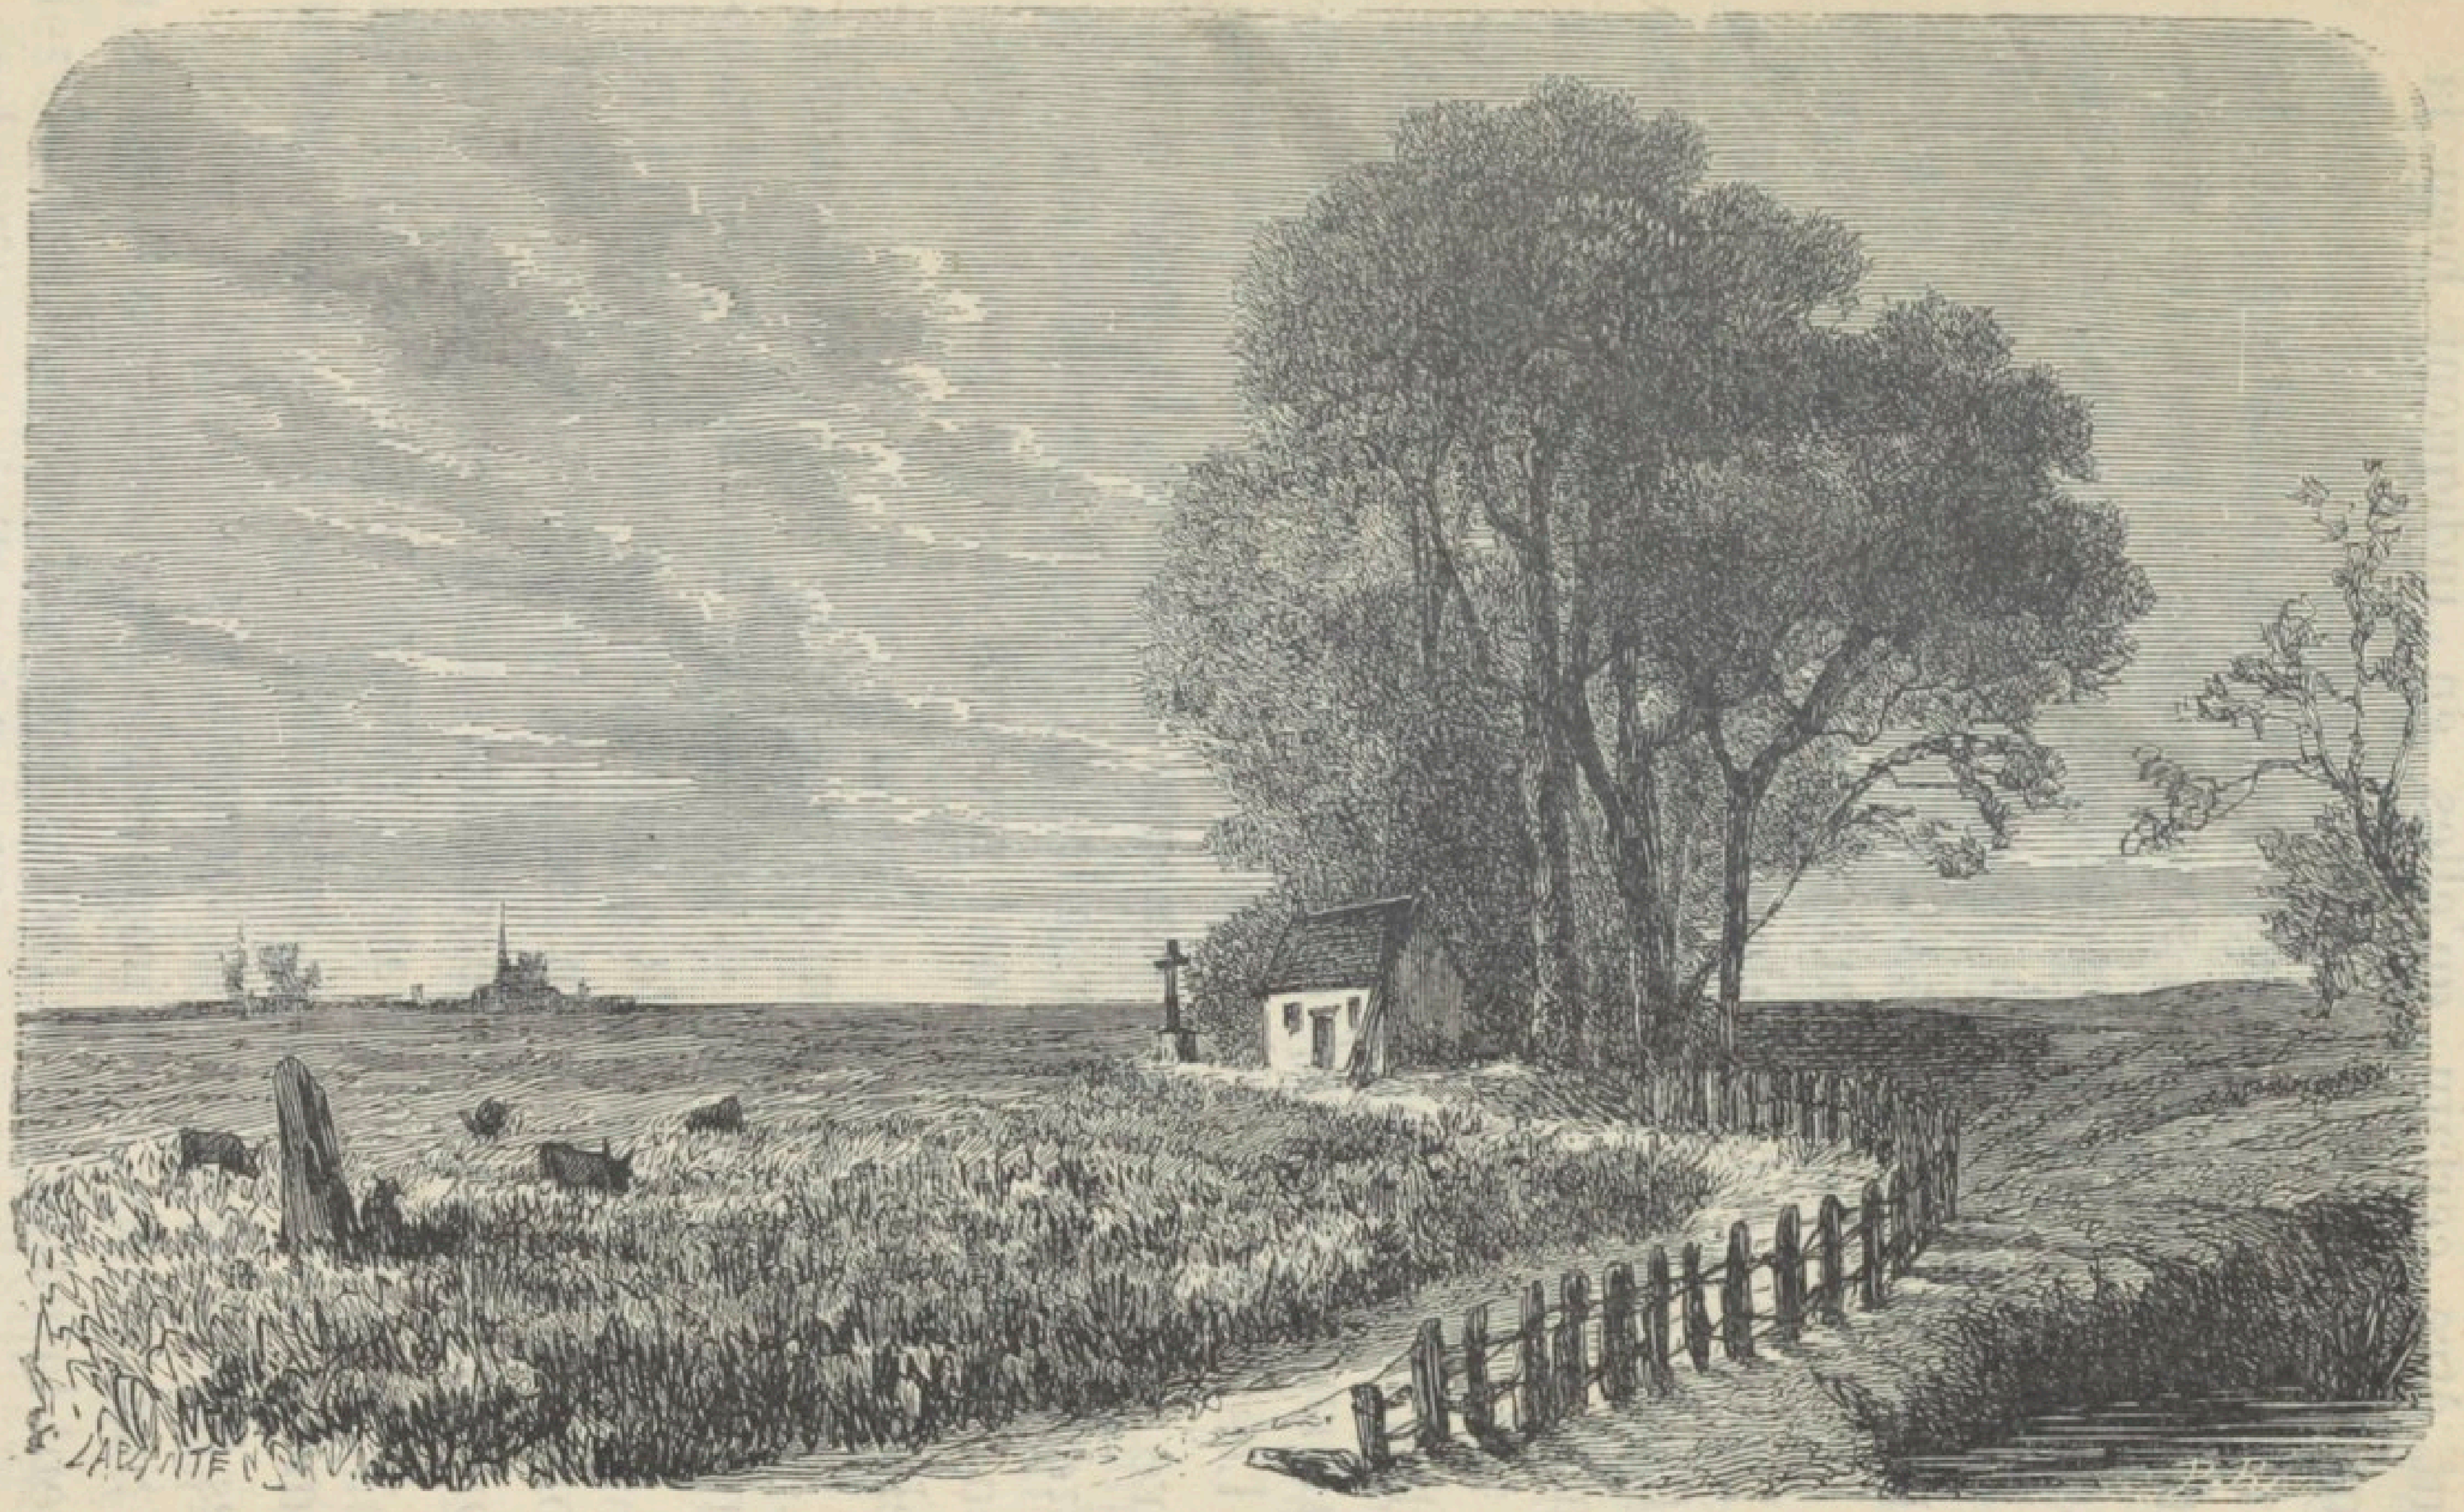

Fig. 60. — Lande ou terre inculte.
98. — Les terres qui ne sont pas cultivées s'appellent des **terres incultes** (fig. 60).